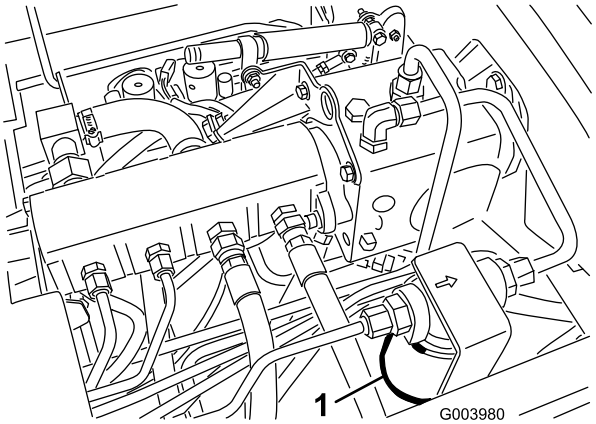
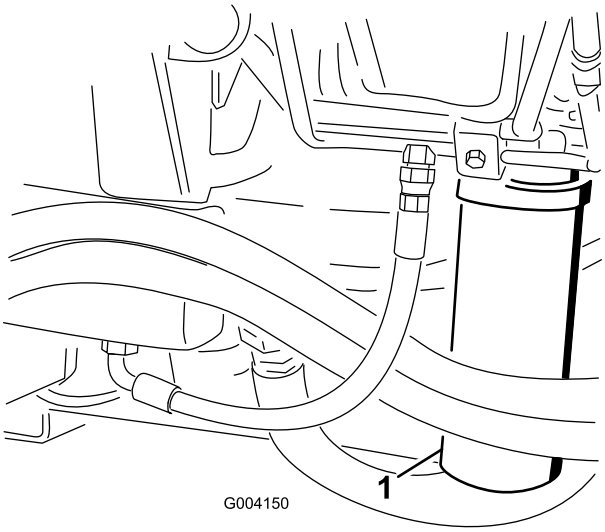

Figur 72
Figur 73
2. Rengjør området rundt der filteret skal festes og plasser et tappefat under filterene (Figur 72) og (Figur 73).